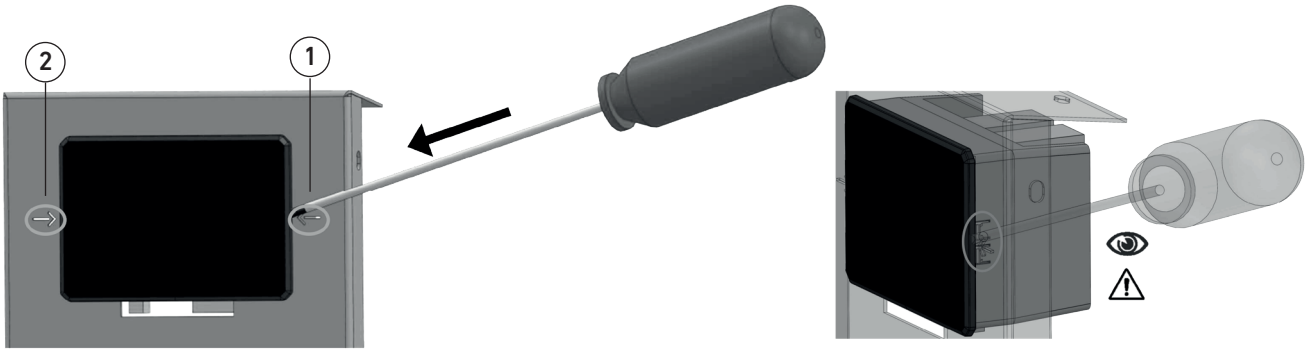

fig. 21
- Inserire la punta di un cacciavite a testa piatta tra la lamiera di supporto e la cornice della centralina nei punti indicati dalle frecce presenti ai lati della centralina (fig. 21 part. 1-2);